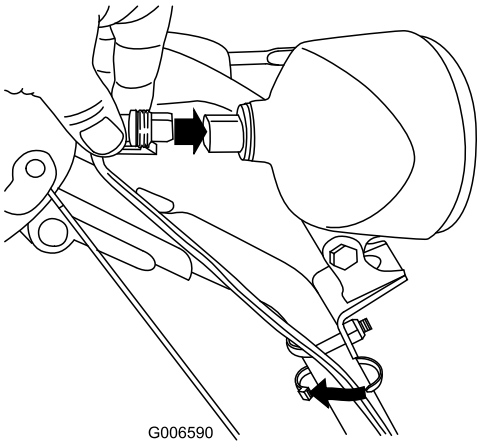

Figur 60
6. Før ledningskonnektoren direkte inn på baksiden av frontlykten til den sitter godt på plass (Figur 60).